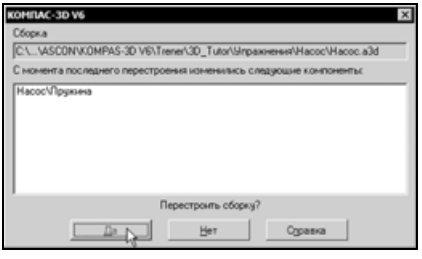

Рис. 8.40
- Закончите создание детали щелчком на кнопке **Редактировать на месте** на панели **Стандартная**. На запрос системы о перестроении сборки нажмите кнопку **Да** (рис. 8.40).